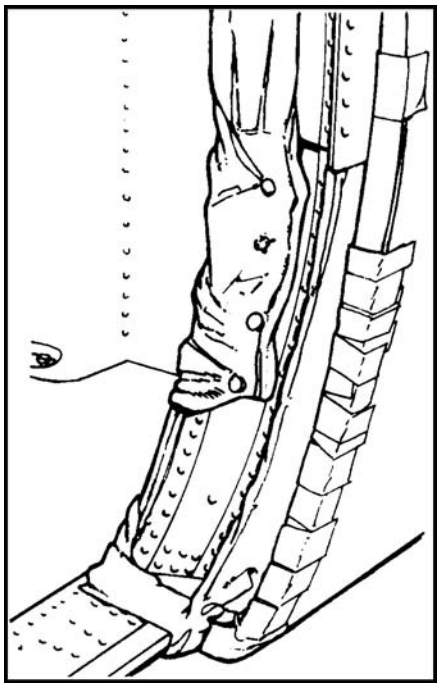

Figure 17-8. UH-60A door edge padded and taped.
(2) Remove seats in the cargo department (except as required by aircraft crew).
(3) Tape cargo floor troop seat and tie-down fitting wells in front of the cargo doors.
(4) Tape sharp edges and tie-down fitting wells on the cargo floor and door jambs that could cut or fray static lines or snag parachutists' equipment.
(5) Tape the weather stripping on cargo doors below the door catch (Figure 17-8).